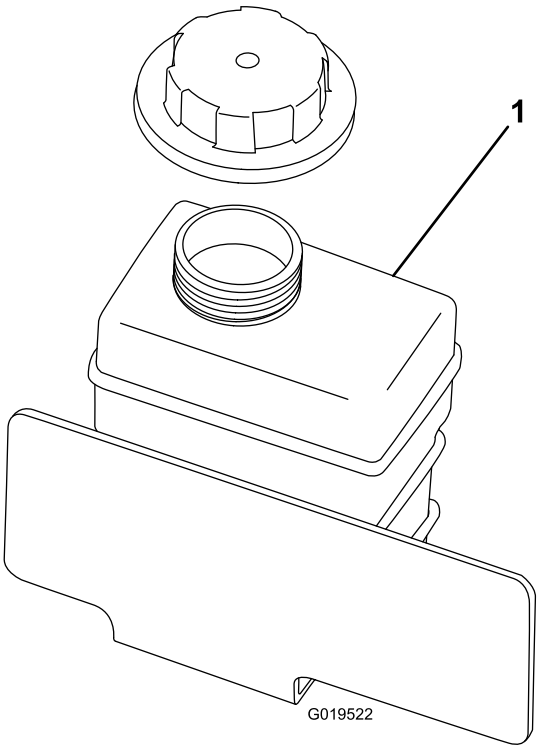

**Figur 17**
2. Kontroller kølervæskestanden i reservetanken (Figur 17). Kølervæsken skal nå op til bunden af påfyldningsstudsen.